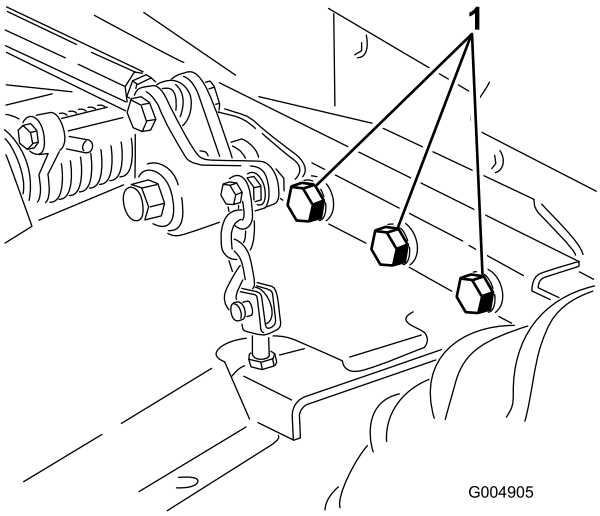

**Rysunek 62**
4. Sprawdź i prawidłowo dokręć luźne mocowania. Dokręć 6 śrub mocujących ramę podwozia kosiarki do jednostki jezdnej (Rysunek 62) momentem 359 N ·m.